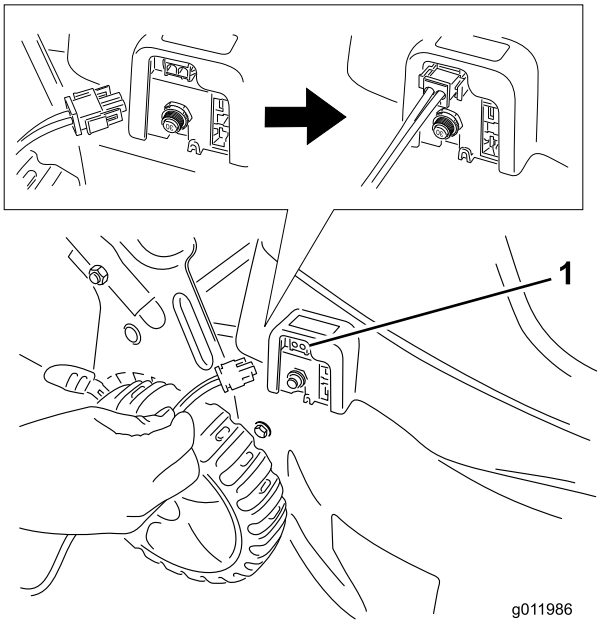

Figura 4
2. Introduzca el cable del cargador en el receptáculo del enchufe del cargador (Figura 4) y conecte el otro extremo a una toma de corriente doméstica estándar de 120 voltios.